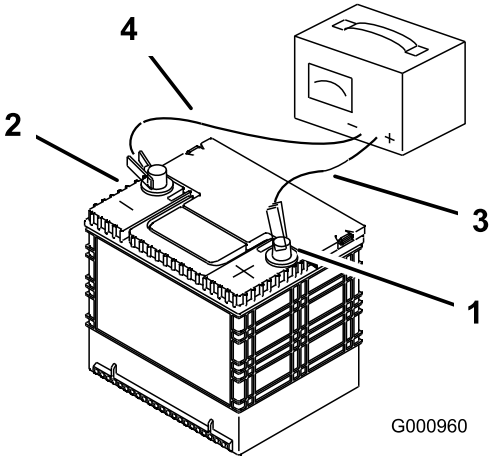

Figur 62
2. Når batteriet er helt oppladet, kobler du laderen fra strømuttaket, og deretter laderledningene fra batteripolene (Figur 62).